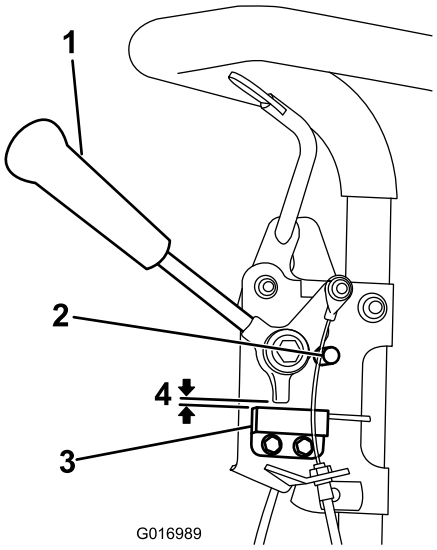

**Figur 33**
1. Se till att motorn är avstängd och att kördrivningsspaken är urkopplad och vilar mot neutralstoppet (Figur 33).
2. Lossa fästelementen på säkerhetsströmbrytaren (Figur 33).
3. Placera ett 0,08 cm tjockt mellanlägg mellan hjuldrivningsspaken och säkerhetsbrytaren (Figur 33).